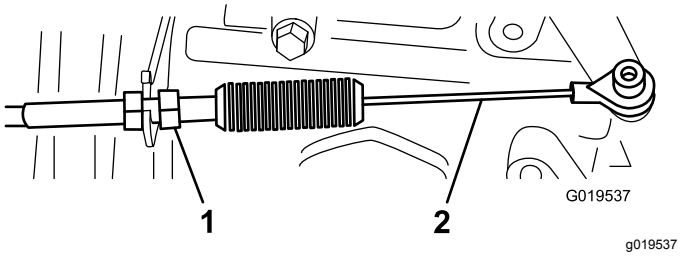
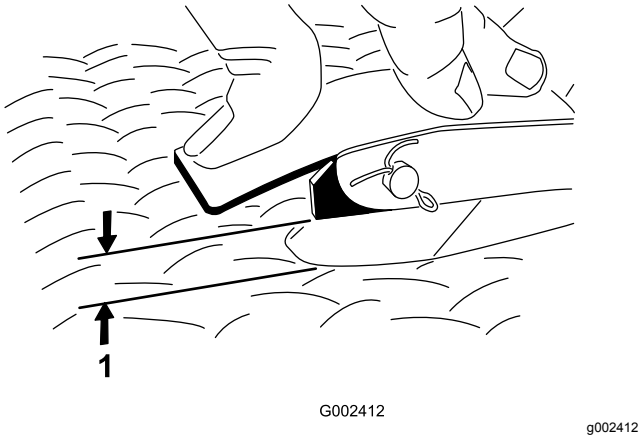

Rysunek 68
Rysunek 69
2. Wyreguluj przegub kulowy na lince przyspieszania (Rysunek 68) tak, aby uzyskać odstęp od 2,54 do 6,35 mm między ramieniem pedału przyspieszania a górną powierzchnią żebrowanej płyty podłogowej (Rysunek 69), gdy do środka pedału zostanie przyłożona siła 11,3 kg.
3. Dokręć nakrętkę zabezpieczającą (Rysunek 68).